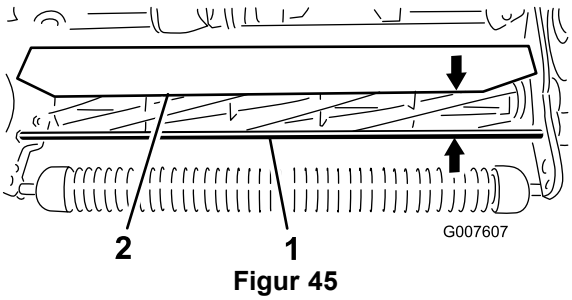

Figur 45
1. Mät avståndet från den övre delen av den främre stödstången till skyddets framkant vid varje ände av klippenheten (Figur 45).